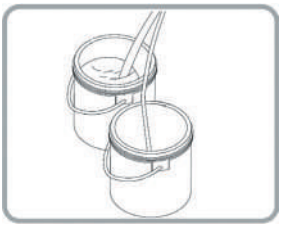

Рис. 24
5. Прокачайте через краскопульт очиститель в течении нескольких минут (рис. 24), затем установите ручку регулятора давления на минимальное значение и выключите питание.